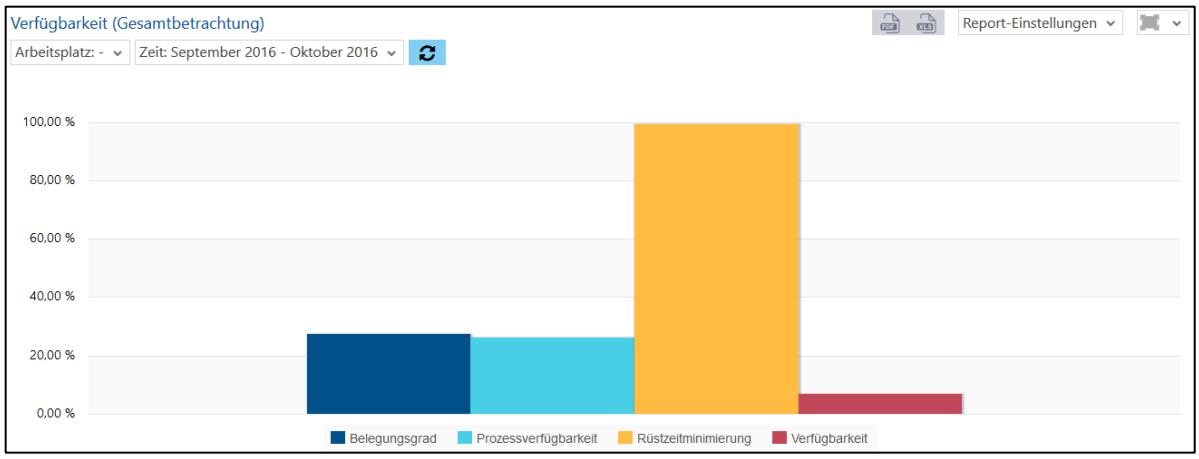

**Bild 53: Verfügbarkeit als Balkendiagramm**
- Verfügbarkeit als Säulendiagramm (Bild 53):